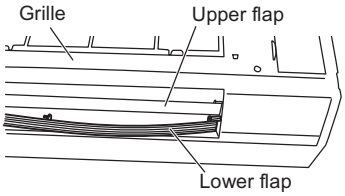

Fig. 1-67
(5) Remove the lower flap by disengaging 4 pins of the lower flap in order. (Figs. 1-67 and 1-68)